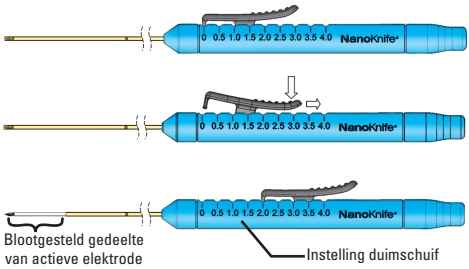

Afbeelding 6: Aanpassing blootgesteld gedeelte van elektrode
13. Controleer de lengte van het blootgestelde gedeelte van de elektrode aan de hand van de duimschuif op het handvat (zie afbeelding 6).